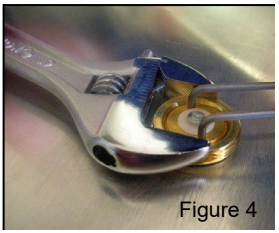

Figure 4
f. Verify the mount is properly centered within the hole. Securely fasten the locking nut using the spanner wrench and an adjustable (or open end) wrench, ensuring the locking nut O-ring is compressed. See Figure 4.